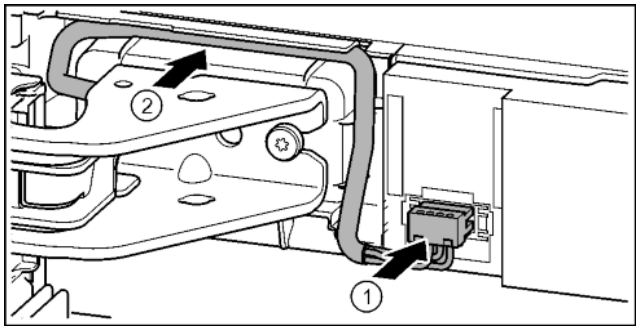

Fig. 40
- ▶ Engage the plug above the upper bearing bracket and carefully place the cable strands into the channel. *Fig. 40 (1)*
- ▶ Carefully position the grey cable in the guide above the top bearing bracket. *Fig. 40 (2)*